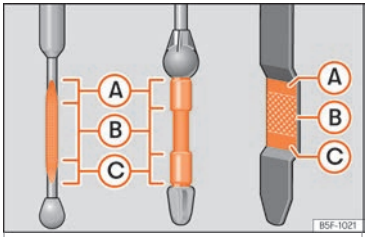

Fig. 221 Engine oil dipstick.
– Then pull it out once more and check the oil level ››› Fig. 221. Top up with engine oil if necessary.
- When the oil level reaches at least zone ››› Fig. 221 Ⓑ, unscrew the engine oil filler cap carefully ››› ❗.
If the oil level is above area ››› Fig. 221 Ⓐ, do not start the engine. This could result in damage to the engine and catalytic converter. Contact a specialised workshop.
The oil level must never be above zone ››› Fig. 221 Ⓐ. Otherwise oil can be drawn in through the crankcase breather and leak into the atmosphere via the exhaust system.